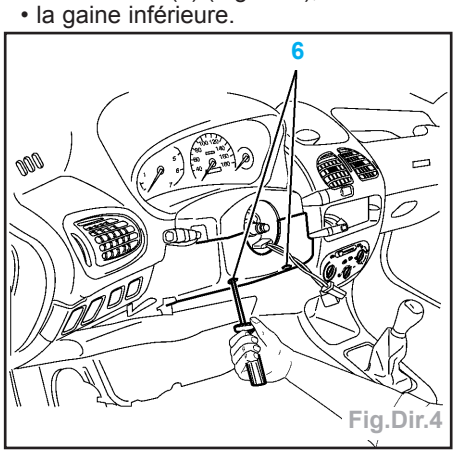

Fig.Dir.4
• les fixations (6) (Fig.Dir.4),